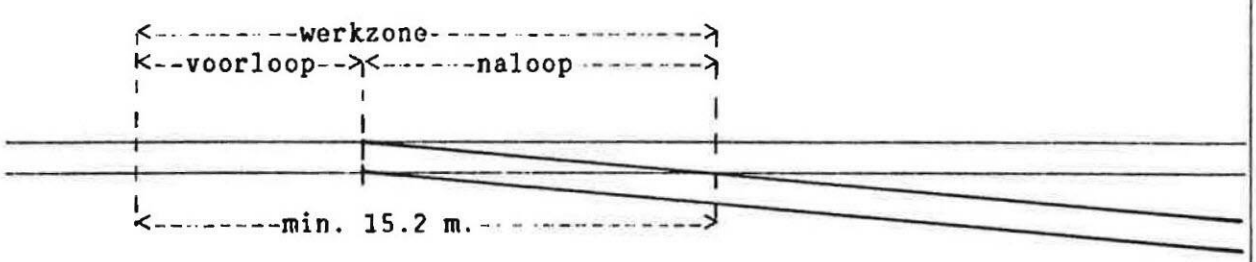

fig.47
5.9.1 Wagens met een lange rad/asafstand kunnen gevaar voor ontsporing opleveren doordat de werkzone van een wissel wordt overbrugd (zie fig.47).